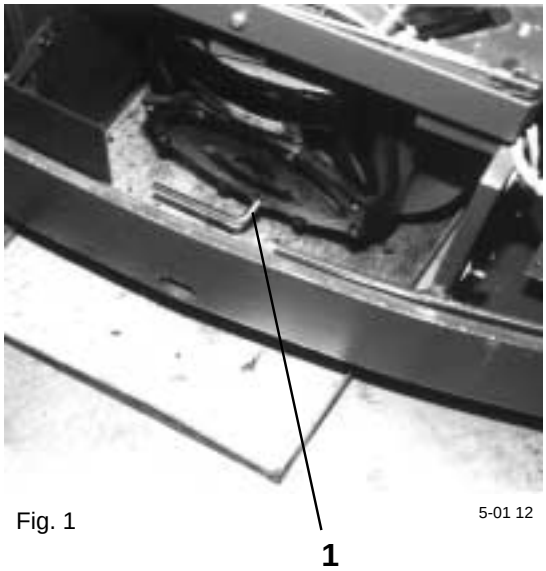

Fig. 1 5-01 12
- Move the gear into the drainage position (see Fig. 1).
- Position an oil catchment vessel under the oil drainage screw (1). It should have a volume of approx. 4l.
- Remove the oil filler screw (2).
- Remove the oil drainage screw (1) and allow the oil to run out.